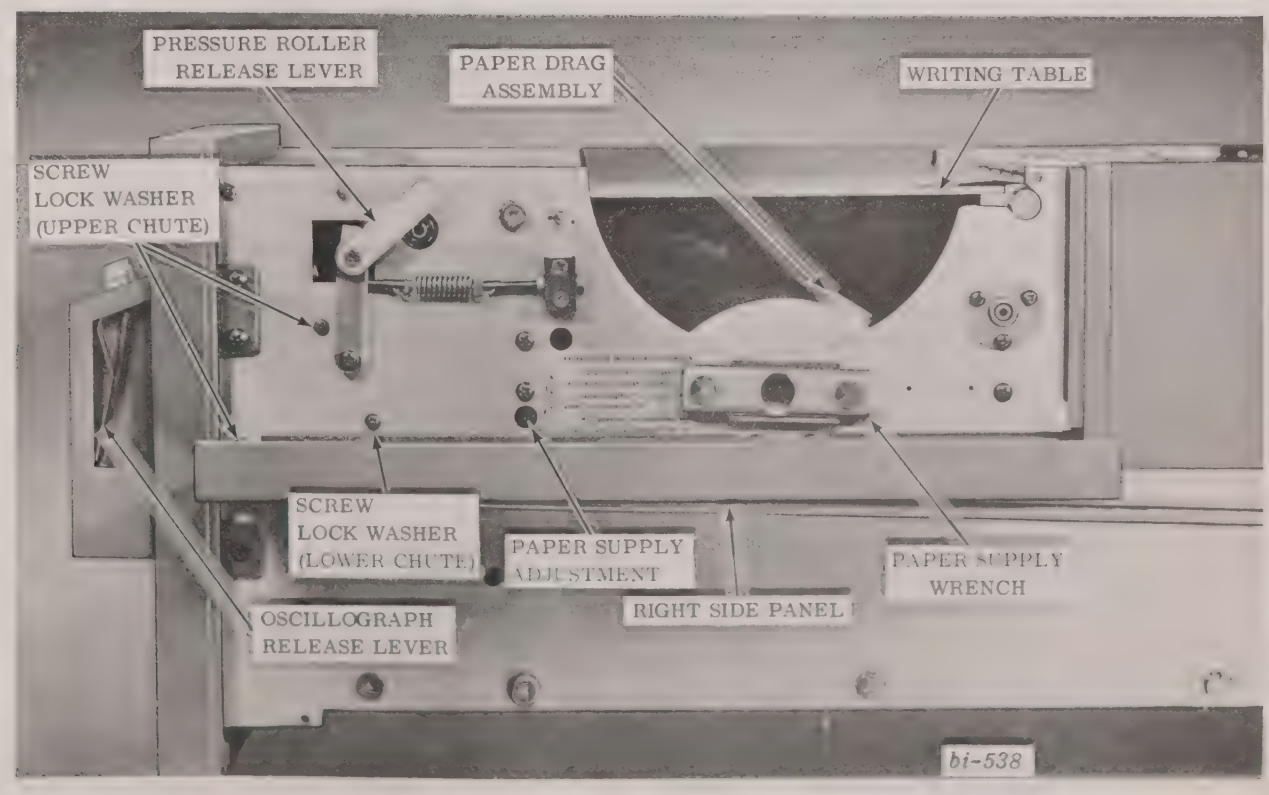

FIGURE 6-3 HORIZONTAL OSCILLOGRAPH RIGHT SIDE
2. Press both release levers (Fig. 6-3) and pull out oscillograph.
3. Lower right side panel assembly (Fig. 6-3).
4. Tear off chart paper against serrated edge and push pressure roller release lever (Fig. 6-3) down to release pressure on paper.
11. Remove paper core from shaft with tool stored on right side of oscillograph (Fig. 6-3).